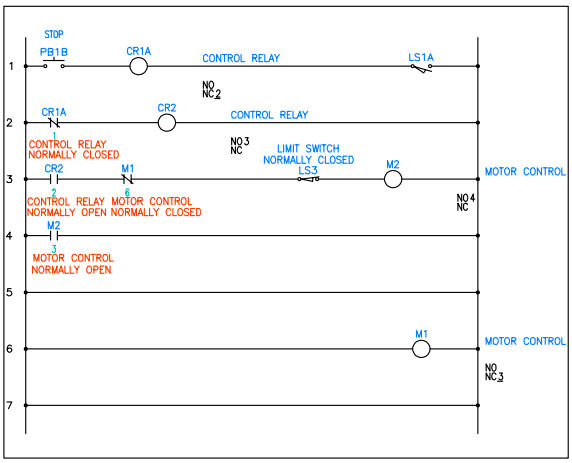

Figure 6-49 *Components inserted in the ladder*
30. Enter **18,18** at the Command prompt and press ENTER; the **Insert / Edit Component** dialog box is displayed. By default, LS1A is displayed in the edit box of the **Component Tag** area in this dialog box. Next, choose the **OK** button; LS1A is inserted into rung 1 of drawing. Figure 6-49 shows the ladder with components inserted in it.
31. Choose the **Move/Show Attribute** tool from **Schematic > Edit Components > Modify Attributes** drop-down; you are prompted to select the object. Select the **Motor Control** attribute of the **Motor Starter Coil** and press ENTER; you are prompted to specify the base point. Specify the base point at the left corner of the attribute and move the attribute, refer to Figure 6-49.